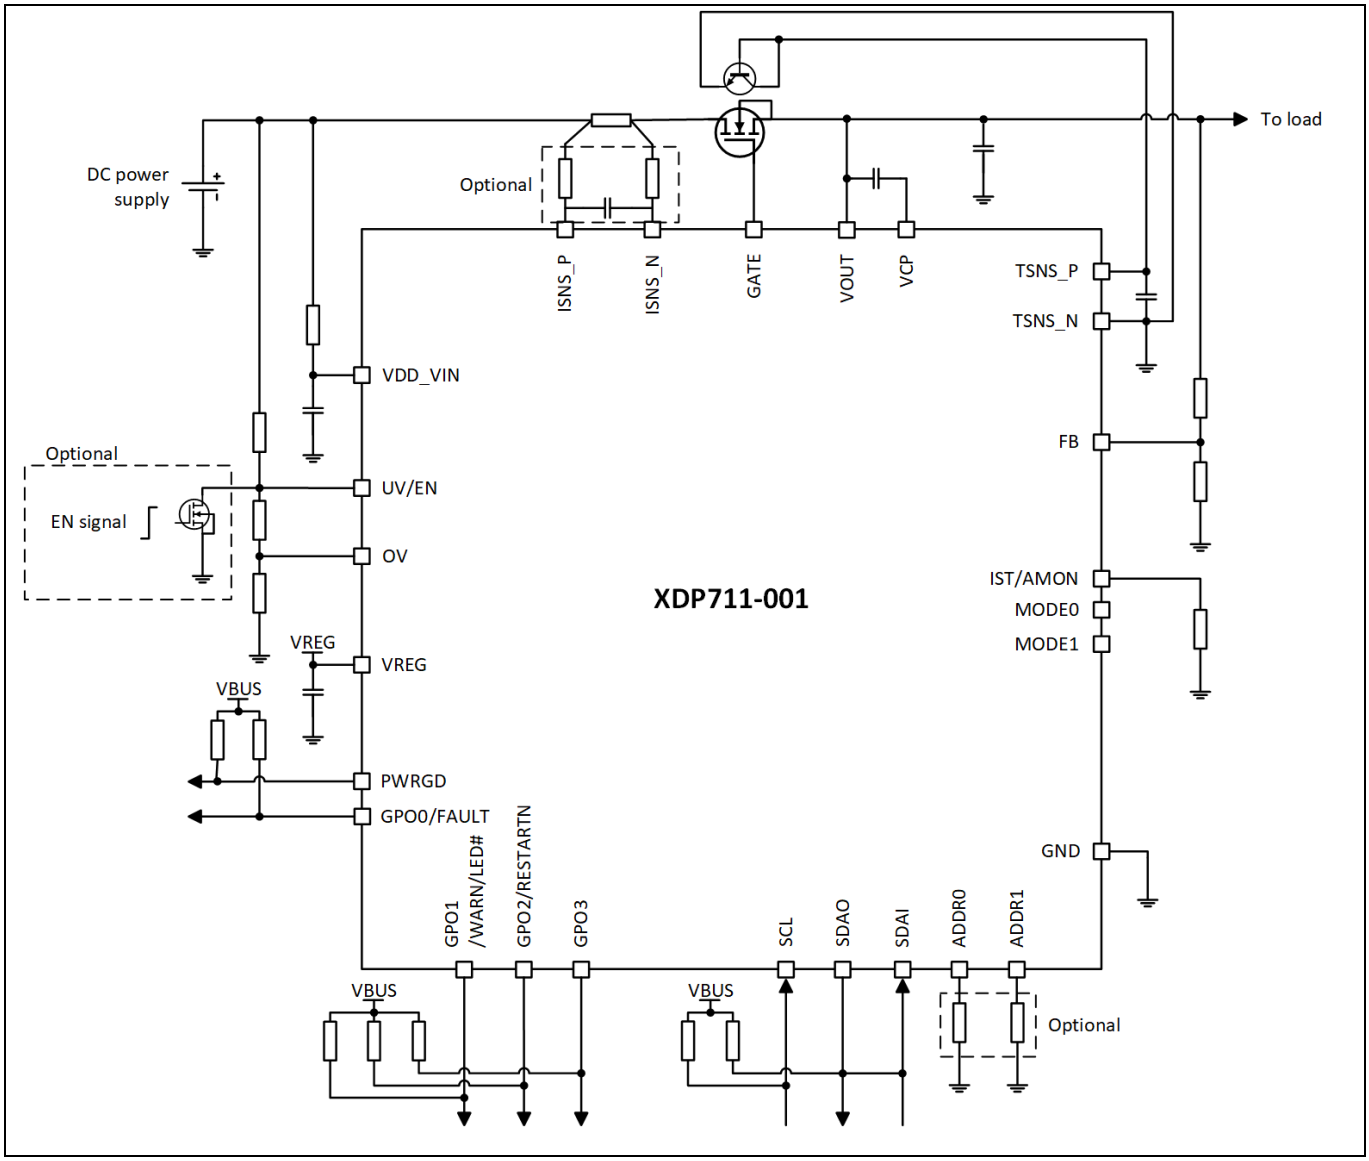

Figure 1 Application block diagram of XDP711-001
Infineon hot-swap controllers, such as XDP711-001, are wide input voltage hot-swap controllers with programmable digital SOA control, ideal for artificial intelligence (AI) servers and telecom infrastructure [2]. Key resources of the hot-swap controllers include high-precision AFE, extensive variety of system warnings and protections, high-speed communication via PMBus® to main CPU, reset, shutdown, retry, and digital SOA control gate driver, and charge pump for a controlled turn-on and safe operation. A typical application block diagram of XDP711-001 is shown in Figure 1. See the XDP7xxx datasheets [3], [4], and [5] for more information on the pin configurations and package details, product characteristics, features, and applications.